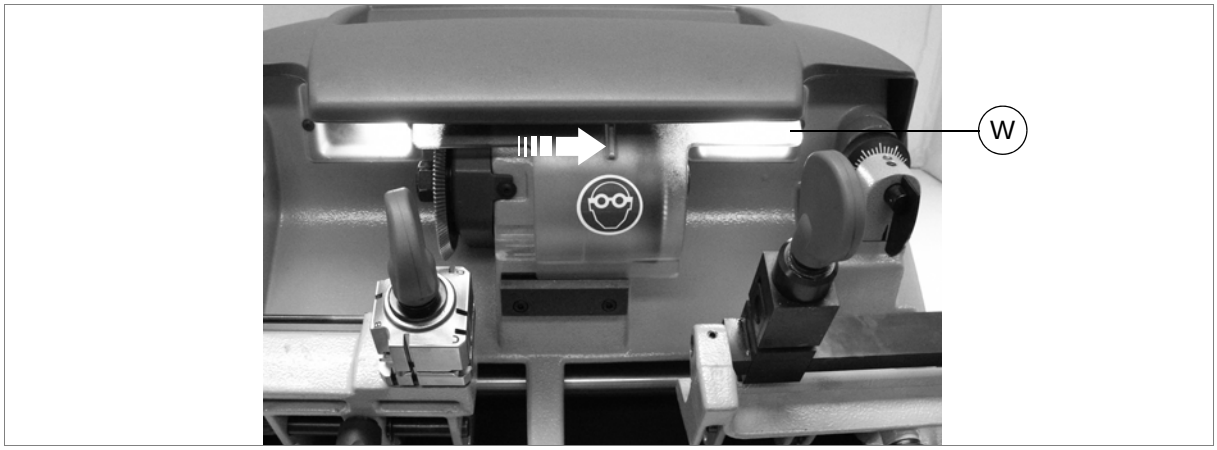

Рис. 10
- при работе с левосторонней кареткой передвиньте экран (W) вправо (рис. 10)